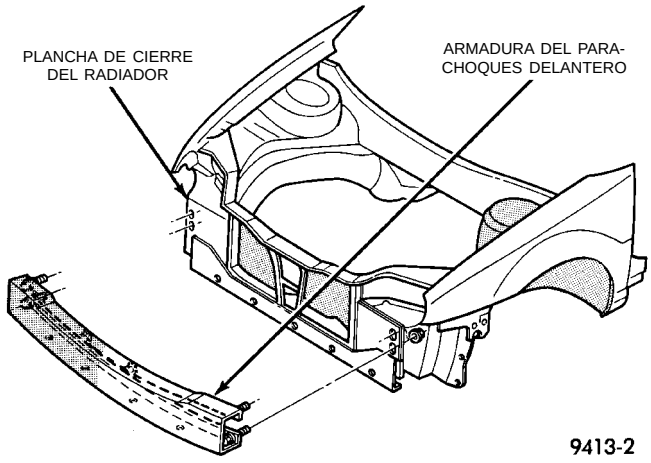

Fig. 2 Armadura del parachoques delantero
(1) Retire la placa protectora delantera.
(2) Apoye la armadura del parachoques sobre un dispositivo de elevación adecuado.
(3) Retire las tuercas que fijan la armadura a la plancha de cierre del radiador (Fig. 2).
(4) Separe la armadura del parachoques del vehículo.